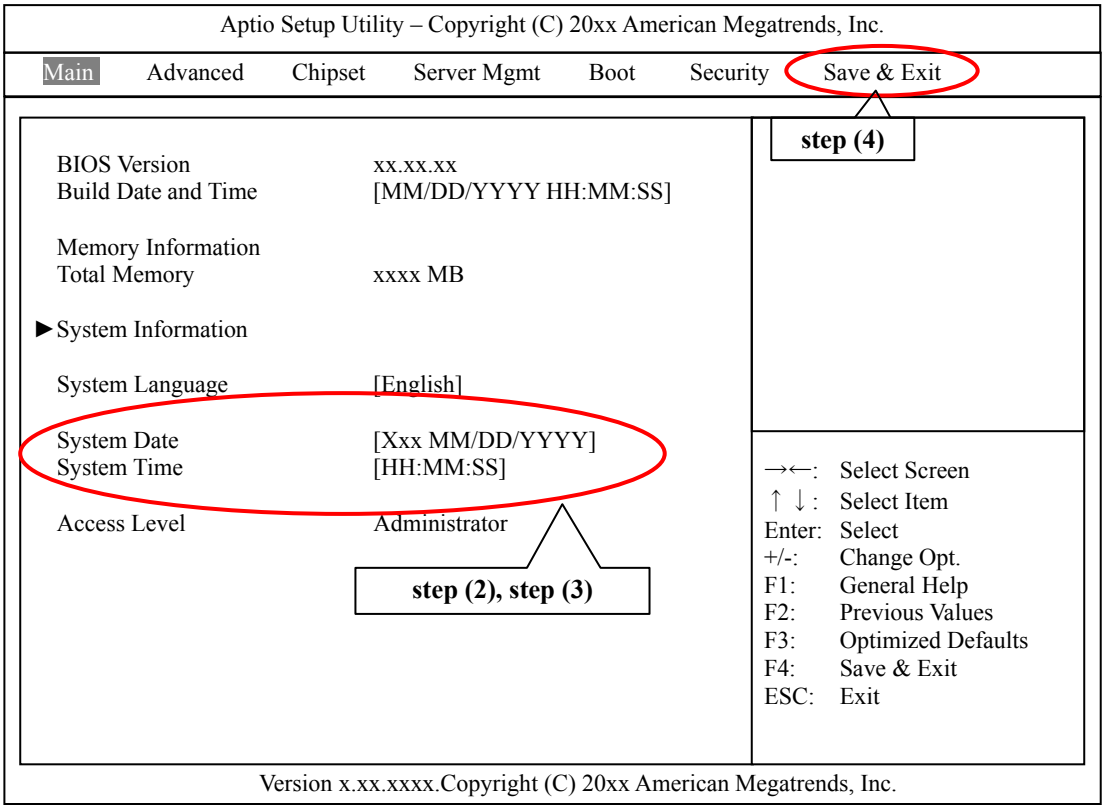

Figure B.2.4-1 Main Menu window
(2) Select [System Time] from the Figure B.2.4-1 Main Menu Window, and then manually enter the UTC time that is obtained from/by either of the following:
(3) Select [System Date] from the Figure B.2.4-1 Main Menu Window, and then manually enter the UTC date that is obtained by the same procedure as the step (2) above.
(4) Select [Save & Exit] in the main menu window as shown in Figure B.2.4-1.